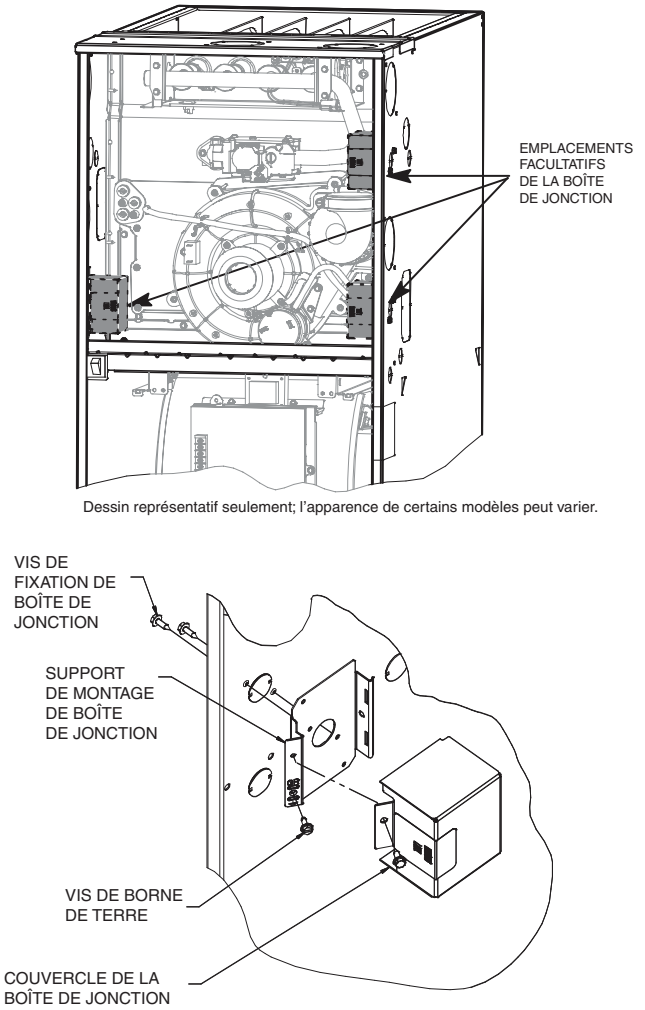

Fig. 32 - Installation d'une boîte de jonction (le cas échéant)
Le couvercle de la boîte de jonction, le support de montage et les vis se trouvent dans le sac de pièces détachées expédié avec la chaudière. La boîte de jonction peut être montée sur le côté gauche ou droit du caisson, comme illustré depuis la position de tirage ascendant. Consultez la fig. 32.
Alignez le support de montage de la boîte de jonction contre l'intérieur du caisson et fixez le support de montage à l'aide des vis. Consultez la fig. 32.
6. Raccordez le fil de mise à la terre sur place et le fil de mise à la terre d'origine à la vis de mise à la terre verte située sur le support de montage de la boîte de jonction, conformément à la fig. 32.
1. Posez le support de montage de la boîte de jonction à l'intérieur du caisson de chaudière. Consultez la fig. 32.
5. Raccordez le fil de mise à la terre sur place et le fil de mise à la terre d'origine à la vis de mise à la terre verte située sur le support de montage de la boîte de jonction, conformément à la fig. 32.
7. Fixez le couvercle de la boîte de jonction de la chaudière au support de montage à l'aide des vis fournies dans le sac de pièces détachées. Attention de ne pas pincer les fils entre le couvercle et le support. Consultez la fig. 32.
4. Raccordez le fil de mise à la terre sur place et le fil de mise à la terre d'origine à la vis de mise à la terre verte située sur le support de montage de la boîte de jonction, conformément à la fig. 32.